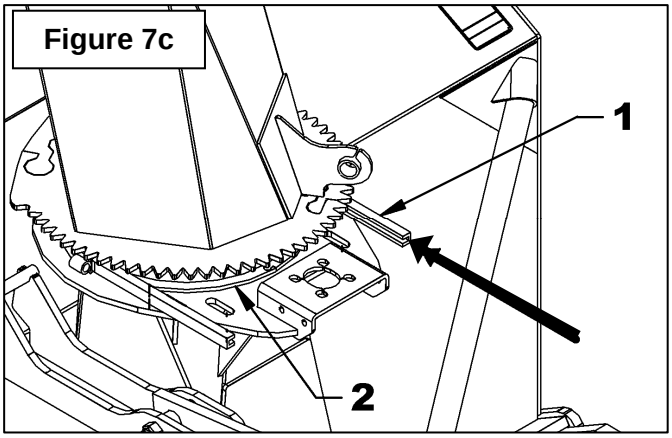

Figure 7c
5. **Figure 7c:** Soulever légèrement la chute d'environ 1/4" et enrouler le coussinet de rotation (item 1) entre la plaque de retenue soudée et la chute (item 2) en poussant tel qu'illustré. Replier le coussinet de rotation autour de la chute.